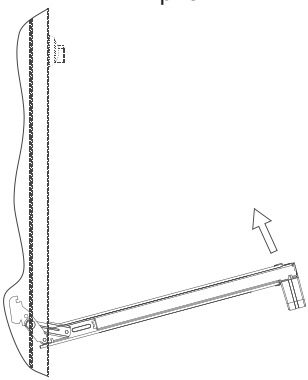

рис. 13
2. Прикрыть дверцу до упора, не прикладывая усилия, пока упоры не зафиксируют шарниры (рис.13);